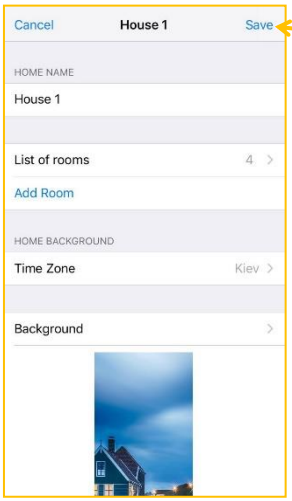

Figure 19
10.5.4. Click **Save** to save changes *(Fig. 19)*.